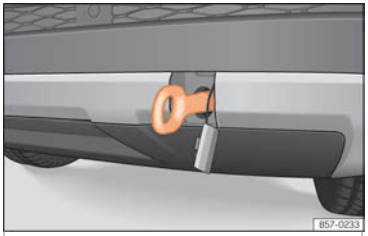

Abb. 50 Auf der rechten Seite des hinteren Stoßfängers: eingeschraubte Abschleppöse.
- Drehen Sie die Abschleppöse **entgegen dem Uhrzeigersinn** in die Aufnahme bis zum Anschlag ››› Abb. 50››› ❗. Verwenden Sie ein geeignetes Hilfsmittel, um die Abschleppöse festzuziehen.